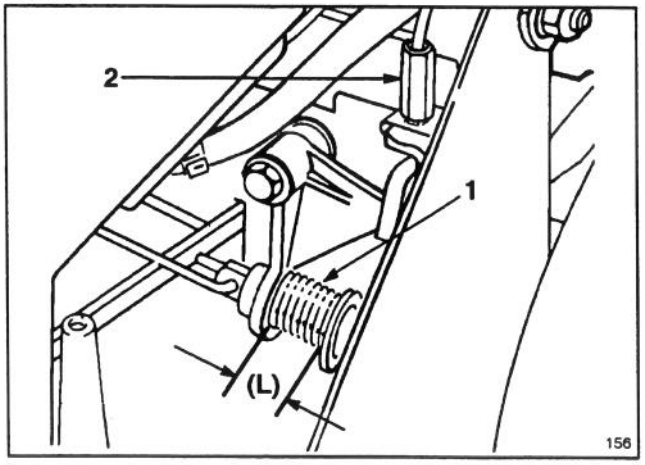

Figure 29
3. Move control bar down and lift up against handle. With control bar against handle, measure the spring length (L) at the front of the spring as shown in Figure 29.
5. To adjust, rotate plastic fitting on blade brake cable (Fig. 29) until spring dimension is as near as possible to but not less than 1". (See following note.)
4. Remove any debris that may have accumulated in area behind panel (Fig. 29).
5. Reinstall vertical panel. Secure panel screen to mower deck with (2) 1/2" self–tapping screws.